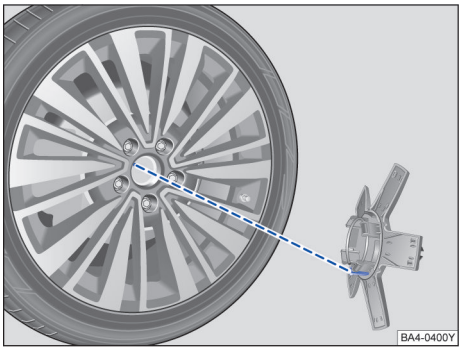

图 214 安装车轮螺栓的盖罩
– 车轮饰盖背面有定位销结构，铝车轮中心孔处有定位孔结构，两者要配合在一起才能保证车轮饰盖正确安装→ 图 214。